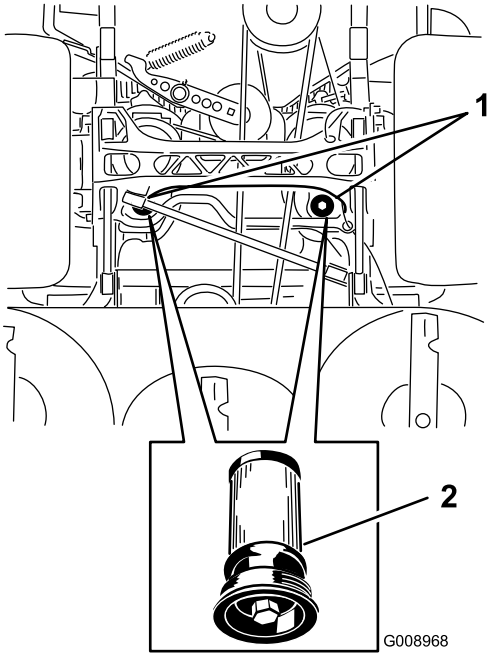

Figur 83
5. Stil et aftapningskar under filteret, fjern det gamle filter og tør overfladen ren (Figur 83).
6. Påfør gummipakningen på det nye filter et tyndt lag hydraulikolie (Figur 83).